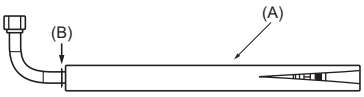
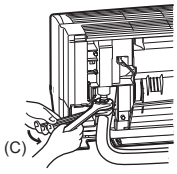

Abb. 3-8
Abb. 3-9
3. Stellen Sie eine Schnellverbindung zur aufgeweiteten Öffnung in der Richtung, in der das L-förmige Anschlussrohr (4) herausgezogen wird, her.
4. Ziehen Sie die Konusmutter mit zwei Gabelschlüsseln fest. (Abb. 3-9)
1. Scheiden Sie das L-förmige Anschlussrohr (4) an der angezeigten Stelle ab (Abb. 3-8).
2. Bringen Sie die vorher entfernte Konusmutter am geraden Teil des L-förmigen Anschlussrohrs (4) und dann am aufgeweiteten Rohrende an.
5. Schließen Sie das wie in Teil 2) beschrieben vorbereitete, L-förmige Anschlussrohr (4) schnell an der aufgeweiteten Anschlussöffnung der Innenanlage an.
6. Ziehen Sie die Konusmutter mit zwei Gabelschlüsseln fest. (Abb. 3-9)